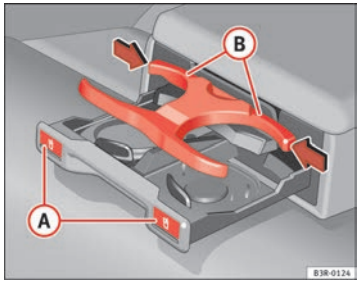

Fig. 121 Drink holder in the rear armrest
– Press the symbol (A) ⇒ fig. 121.